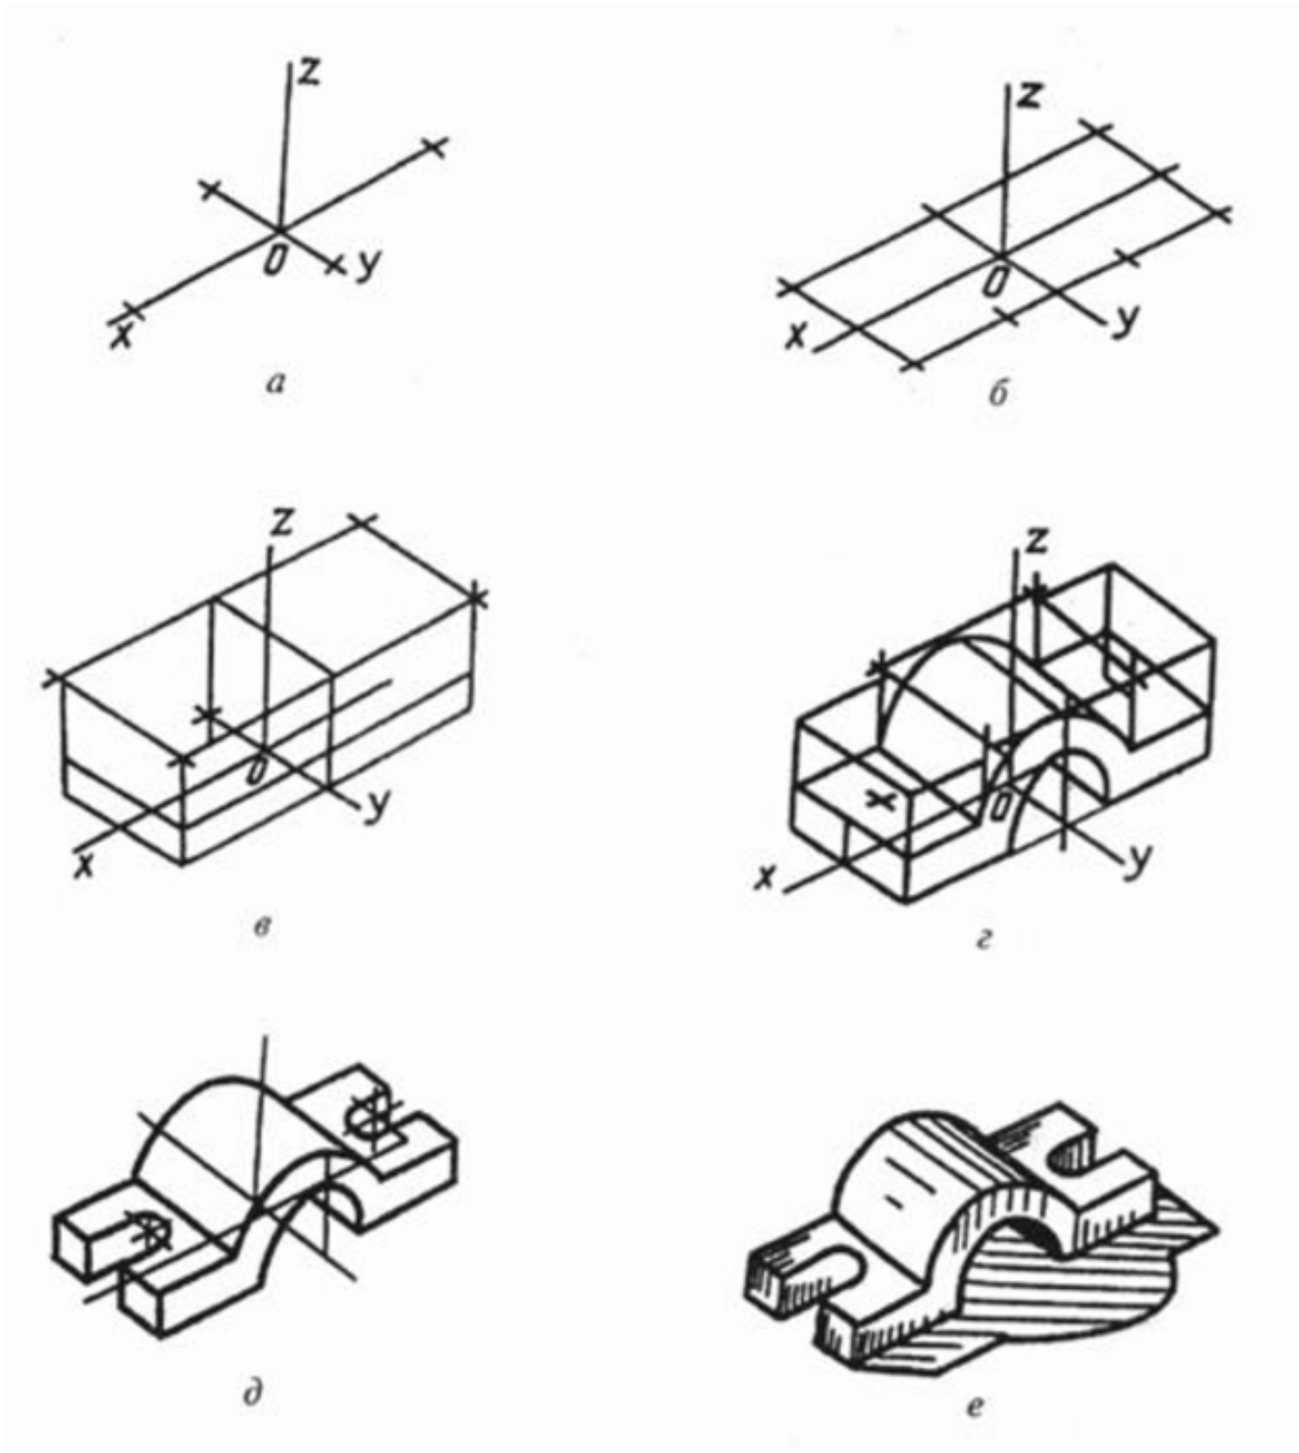

Рисунок 28
1. В выбранном на чертеже месте строят аксонометрические оси и намечают расположение детали с учетом максимальной ее наглядности (рисунок 28,а).
2. Отмечают габаритные размеры детали, начиная с основания, и строят объемный параллелепипед, охвативший всю деталь (рисунок 28, *б)*.
*3.*Габаритный параллелепипед мысленно расчленяют на отдельные геометрические формы, составляющие его, и выделяют их тонкими линиями (рисунок 28, в).
4. После проверки и уточнения правильности сделанных наметок обводят линиями необходимой толщины видимые элементы детали (рисунок 28, *г, д).*
5. Выбирают способ оттенения и выполняют соответствующую дорисовку технического рисунка (рисунок 28, *е).*